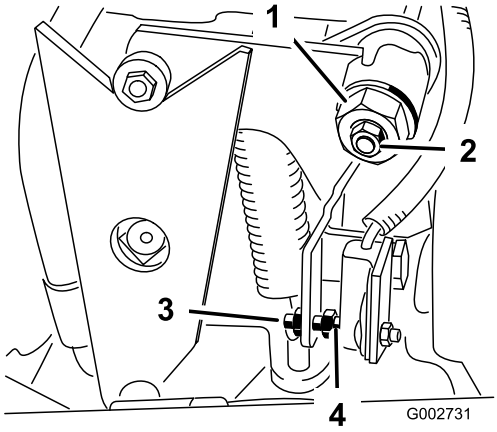

Figur 33
4. Løsn låsemøtrikken på traktionsjusteringsknasten (Figur 33).
5. Start motoren, og drej den sekskantede justeringsknast (Figur 33) i begge retninger for at finde midterpositionen af neutral indstilling.
3. Juster skruen, indtil gnistgabet er 1,5 mm ±.0,8 mm (Figur 33).